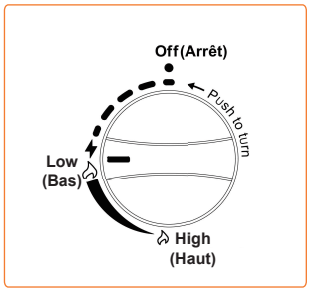

Figure 1
2.Control knob must be in the“OFF”position (Figure 1).